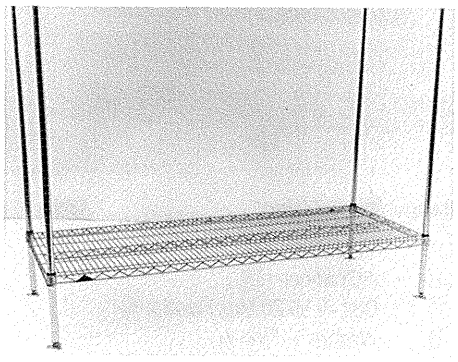
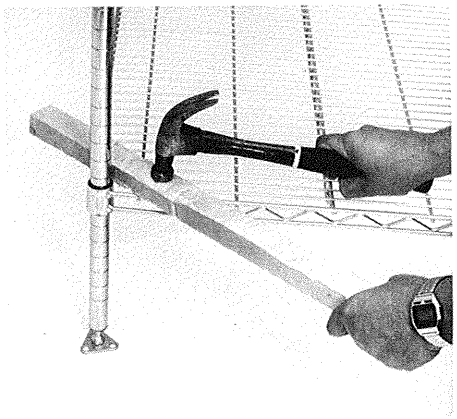

FIG. 4
FIG. 5
5. Stand the unit upright and apply pressure at each corner to seat the shelf securely and evenly on the posts (Fig. 4). Then using a hammer and a block of wood, gently hit the shelf down until it is completely seated (Fig. 5).